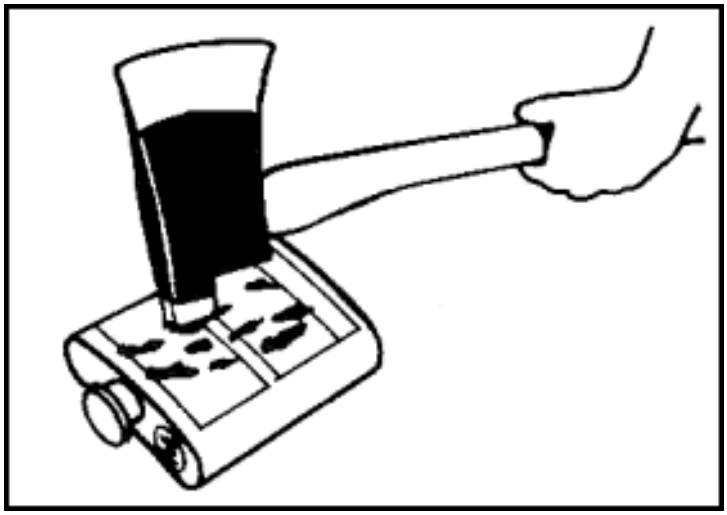

Figure 11-50. Puncturing the OBA Canister
- Step 4. Puncture the expended canister several times, front and back, with the pike end of a fire axe (Figure 11-50).